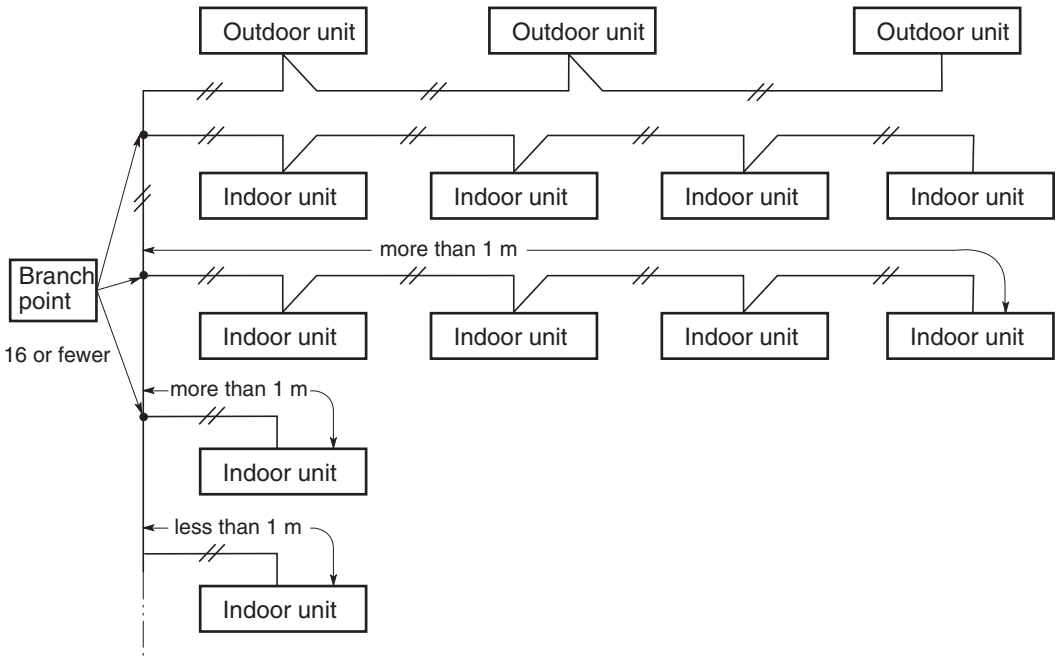

Fig. 2-4
(4) If branching the inter-unit control wiring, the number of branch points should be 16 or fewer. (Branches less than 1 m are not included in the total branch number.) (Fig. 2-4)